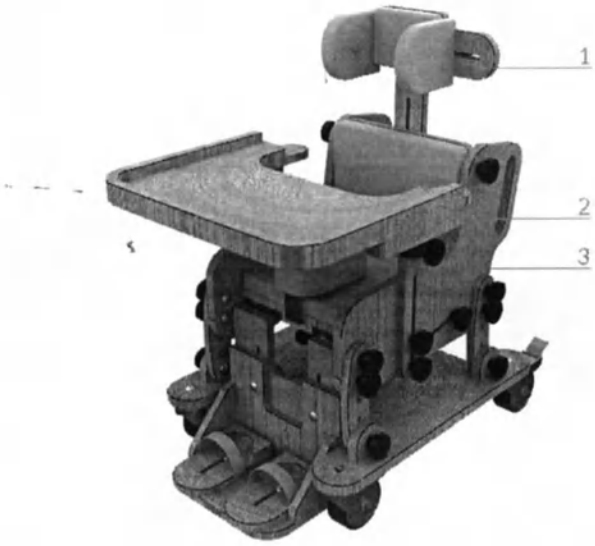

Рис. 2 – Общий вид опоры
Опора условно разделяется на подголовник (1) (при наличии в комплекте поставки), узел столика (2) и узел основания с ложем (3) (рис. 2).